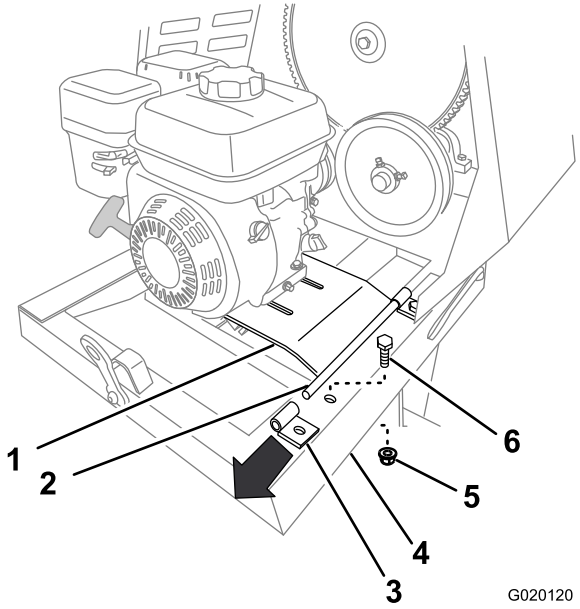

Figura 59
7. Retire el perno y la tuerca que fijan el soporte trasero de la bisagra de la chapa del motor al bastidor de la máquina (Figura 59).
8. Tire hacia arriba del borde trasero de la chapa del motor y retire el soporte de la bisagra (Figura 59).
6. Sujete el soporte trasero al bastidor de la máquina usando el perno y la tuerca (Figura 59) que retiró en el paso 7 de Cómo retirar el motor (página 38).